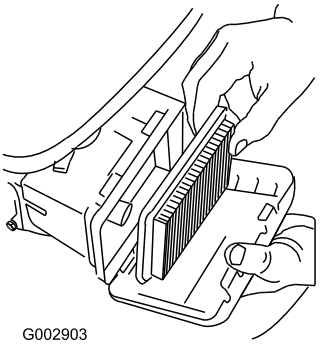

Figuur 38
3. Verwijder het luchtfilter (Figuur 38).